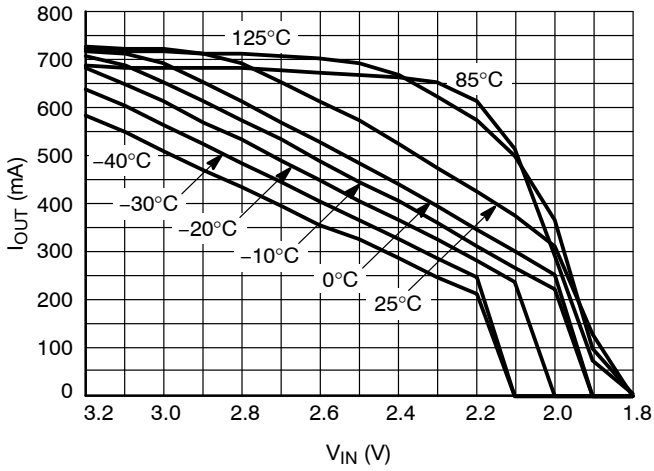

Figure 21. Output Current Capability for the 1.8 V Version
24. For output current capability for T_A < 0°C, please refer to Figure 21.